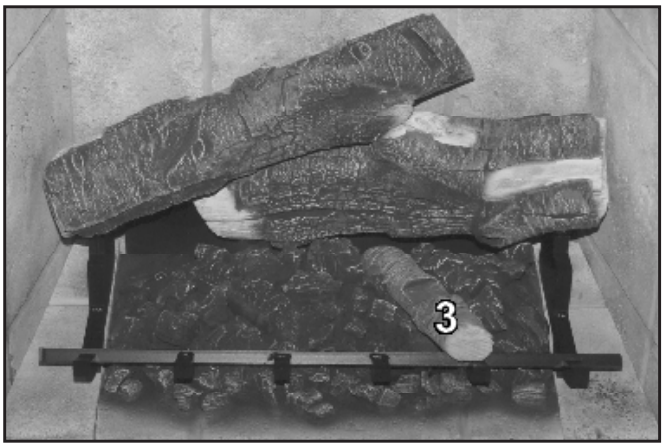

Figure 77: Log 3 in Place.
3. Insert Log 3 into the groove on the burner top. The groove has a stop at the rear to position the log properly from front to back. Refer to Figure 77.